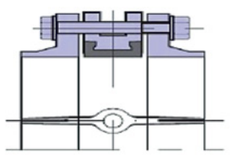

Рис. 5
6. Отцентрируйте поворотный затвор и слегка закрутите болты (шпильки), но не затягивайте их. Откройте диск поворотного затвора до положения «полностью открыто» (*рис. 5*).